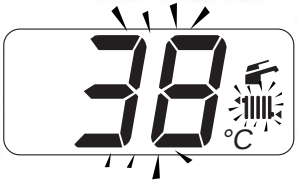

Fig. 2.9
- The heating hot water flow "set" temperature and the symbol flash. The background of the display is illuminated (Fig. 2.9).
- the "set" value of the d.h.w. and the symbol flash. The background of the display is illuminated. (Fig. 2.9).